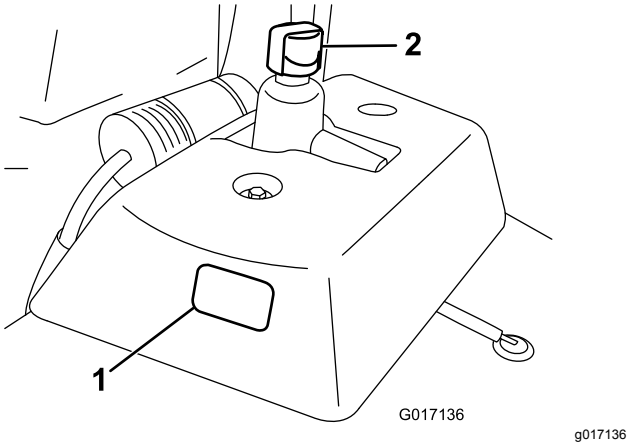

**Figur 22**
1. Sett maskinen på en jevn flate. Pass på at maskinen har kjølt seg ned, slik at oljen er kald. Kontroller oljenivået ved å sjekke seglasset på siden av reserveoljetanken (Figur 22). Hvis oljenivået er mellom de to merkene på seglasset, er dette tilstrekkelig.